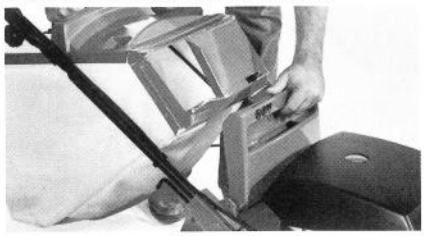

Figure 14
6. To remove bag, STOP THE MOTOR, reach over the mower handles, and grasp the bag in one hand. With the other hand lift the rear door fully open, releasing the bag (Fig. 14).